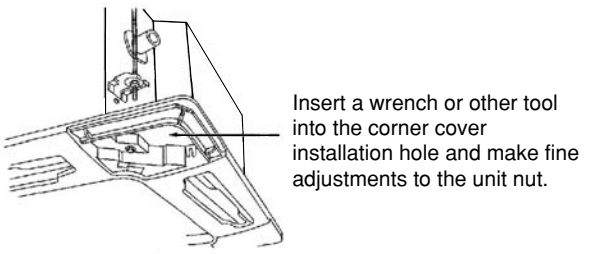

**Fig. 9-10**
- If there is a gap between the panel and the ceiling, leave the ceiling panel attached and make fine adjustments to the installation height of the unit to eliminate the gap with the ceiling. (Fig. 9-10)